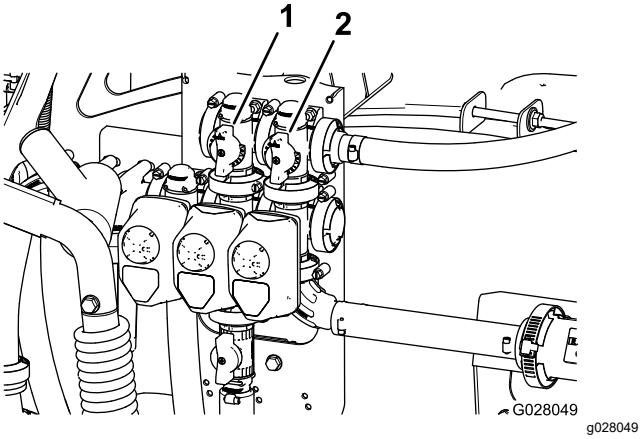

Figura 24
11. Ajuste la válvula de desvío de agitación (Figura 24), situada en la parte trasera de la válvula de agitación, hasta que la presión marcada en el manómetro sea de 6,9 bar.
9. Ajuste la palanca de la válvula maestra de desvío para controlar la cantidad de agitación en el depósito (Figura 24).